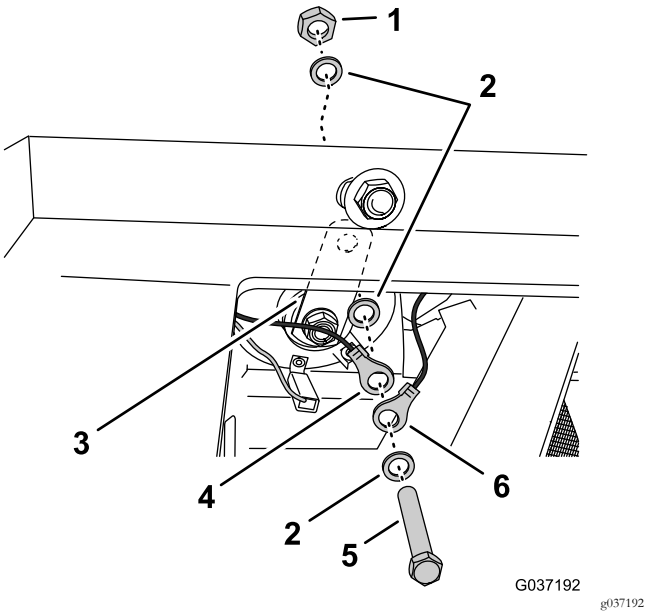

Figura 22
4. Rimuovete il bullone, le rondelle e il dado che fissano il morsetto ad anello del cablaggio preassemblato della macchina e la staffa dell'avvisatore acustico (Figura 22).